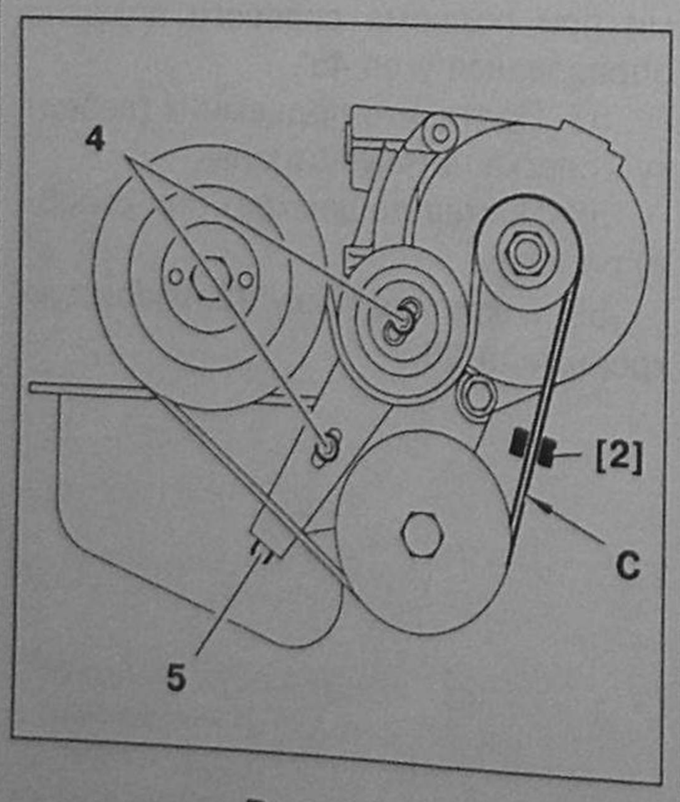

Рис. 5.59. Снятие и установка ремня привода вспомогательных механизмов на автомобиле, оборудованном усилителем рулевого управления и без кондиционера воздуха.
2. Установите на ветвь «C» ремня датчик измерителя натяжения ремня SEEM (рис. 5.59).